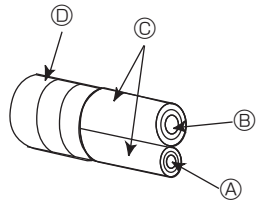

Fig. 4-5
4.3. Connexion des tuyaux (Fig. 4-5) (Fig. 4-6)
[Fig. 4-5]